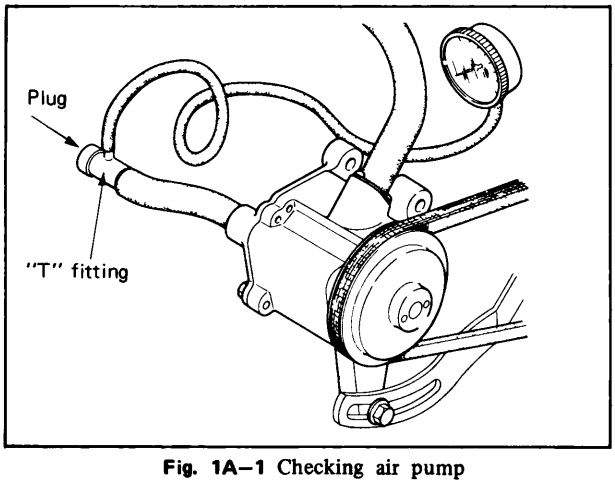

Fig. 1A–1 Checking air pump
5. Connect the **air pump gauge set** (49 2113 010B) to the air hose as shown in Fig. 1A–1, and clamp hose securely to gauge.